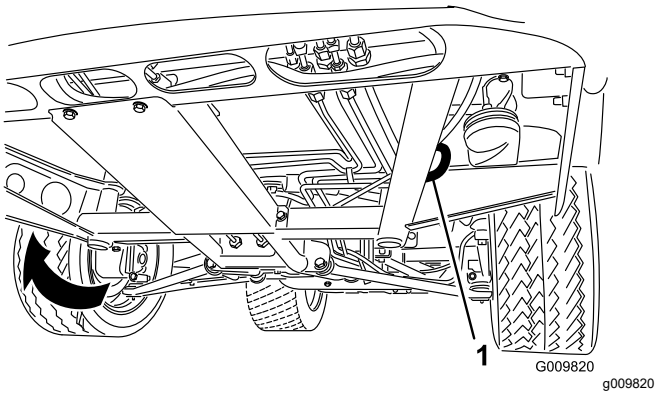
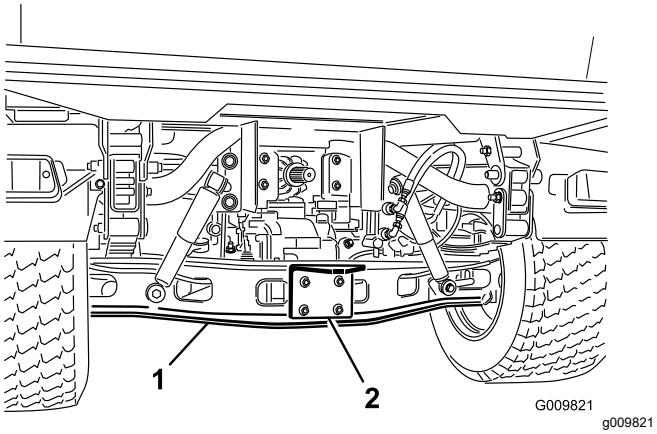

Figura 19
Figura 20
Consulte en Figura 19 y Figura 20 la ubicación de los puntos de amarre de la máquina.
1. Conecte un cable de remolque al punto de remolque, en la parte delantera del bastidor de la máquina (Figura 19).